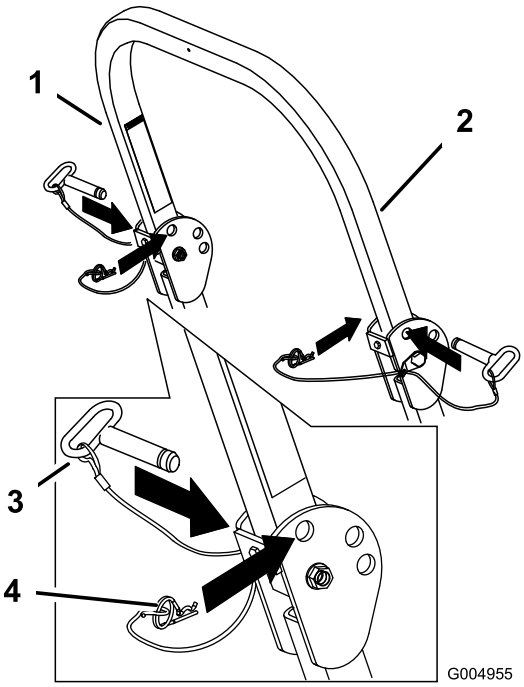

Figur 7
1. Fjern hårnålssplintpinnene og fjern de to pinnene (Figur 7).
3. Monter de to pinnene og fest dem med hårnålssplintpinnene (Figur 7).
4. Fjern hårnålssplintpinnene og fjern de to pinnene for å heve veltebøylen (Figur 7).
5. Hev veltebøylen til oppreist stilling og monter de to pinnene og fest dem med hårnålssplintpinnene (Figur 7).